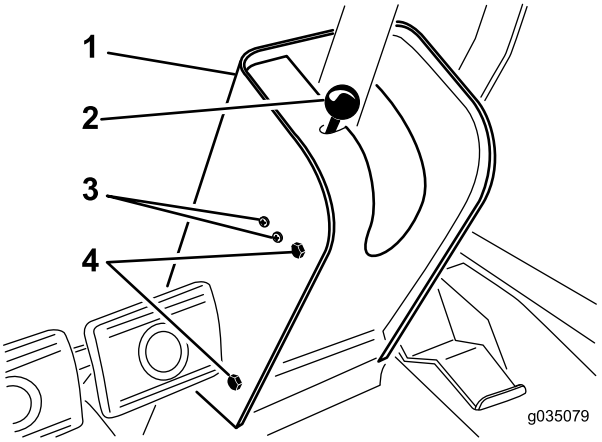

Figur 75
2. Fjern knappen fra stangen til parkeringsbremsen og skruerne fra ratstammekappen (Figur 75).
4. Løsn de skruer og møtrikker, der fastgør kontakten til parkeringsbremsen i venstre side af ratstammen (Figur 75).